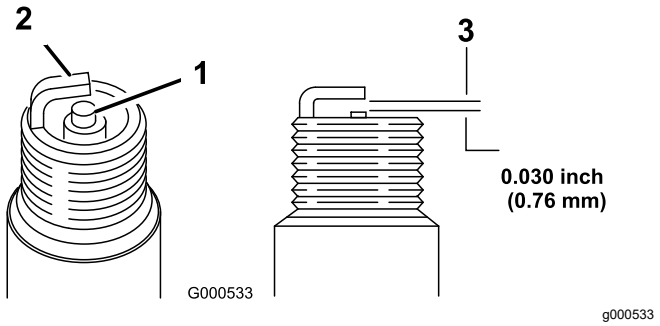

Figur 45
1. Titta mitt på tändstiften (Figur 45).
2. Kontrollera gapet mellan mitt- och sidoelektroderna (Figur 45) och böj sidoelektroden om gapet inte stämmer.